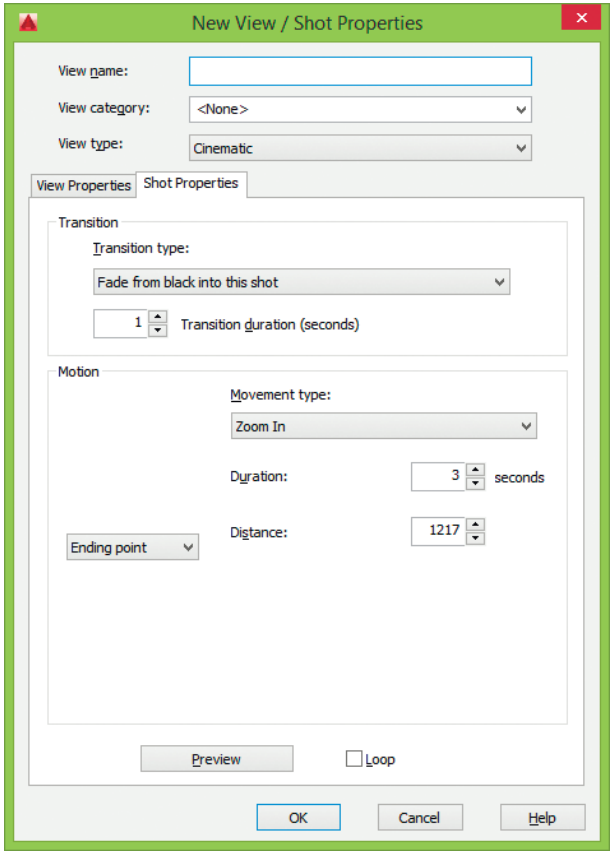

Рис. 6.17. Диалоговое окно создания нового снимка
- **New Shot...** – загрузка диалогового окна создания нового снимка **New View/Shot Properties**, вкладка **Shot Properties** (рис. 6.17);